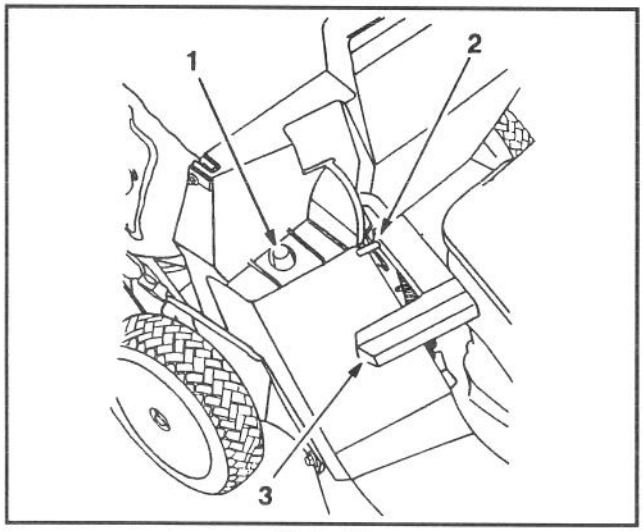

Abb. 13
2. Sicherstellen, daß der Griff der Auswurftür ganz nach vorne gezogen ist, und daß der Stift in die Klinke eingeschnappt ist (Abb. 13).
3. MONTAGE DES SACKS – Das Loch im Sackgestell über den Stift auf dem Mähergehäuse schieben (Abb. 13). Setzen Sie den hinteren Teil des Sackgestells auf den unteren Holm.
5. ENTLEERUNG DES SACKS- Den Motor abstellen und warten, bis alle Teile stillstehen. Bewegen Sie den Griff der Auswurftür nach oben und schieben Sie ihn nach vorwärts, damit der Schließstift einrasten kann (Abb. 13). Nehmen Sie die Griffe vorne und hinten auf dem Sack in die Hand und heben Sie den Sack vom Mäher. Behutsam den Sack nach vorne kippen, um das Geschnittene auszuleeren.